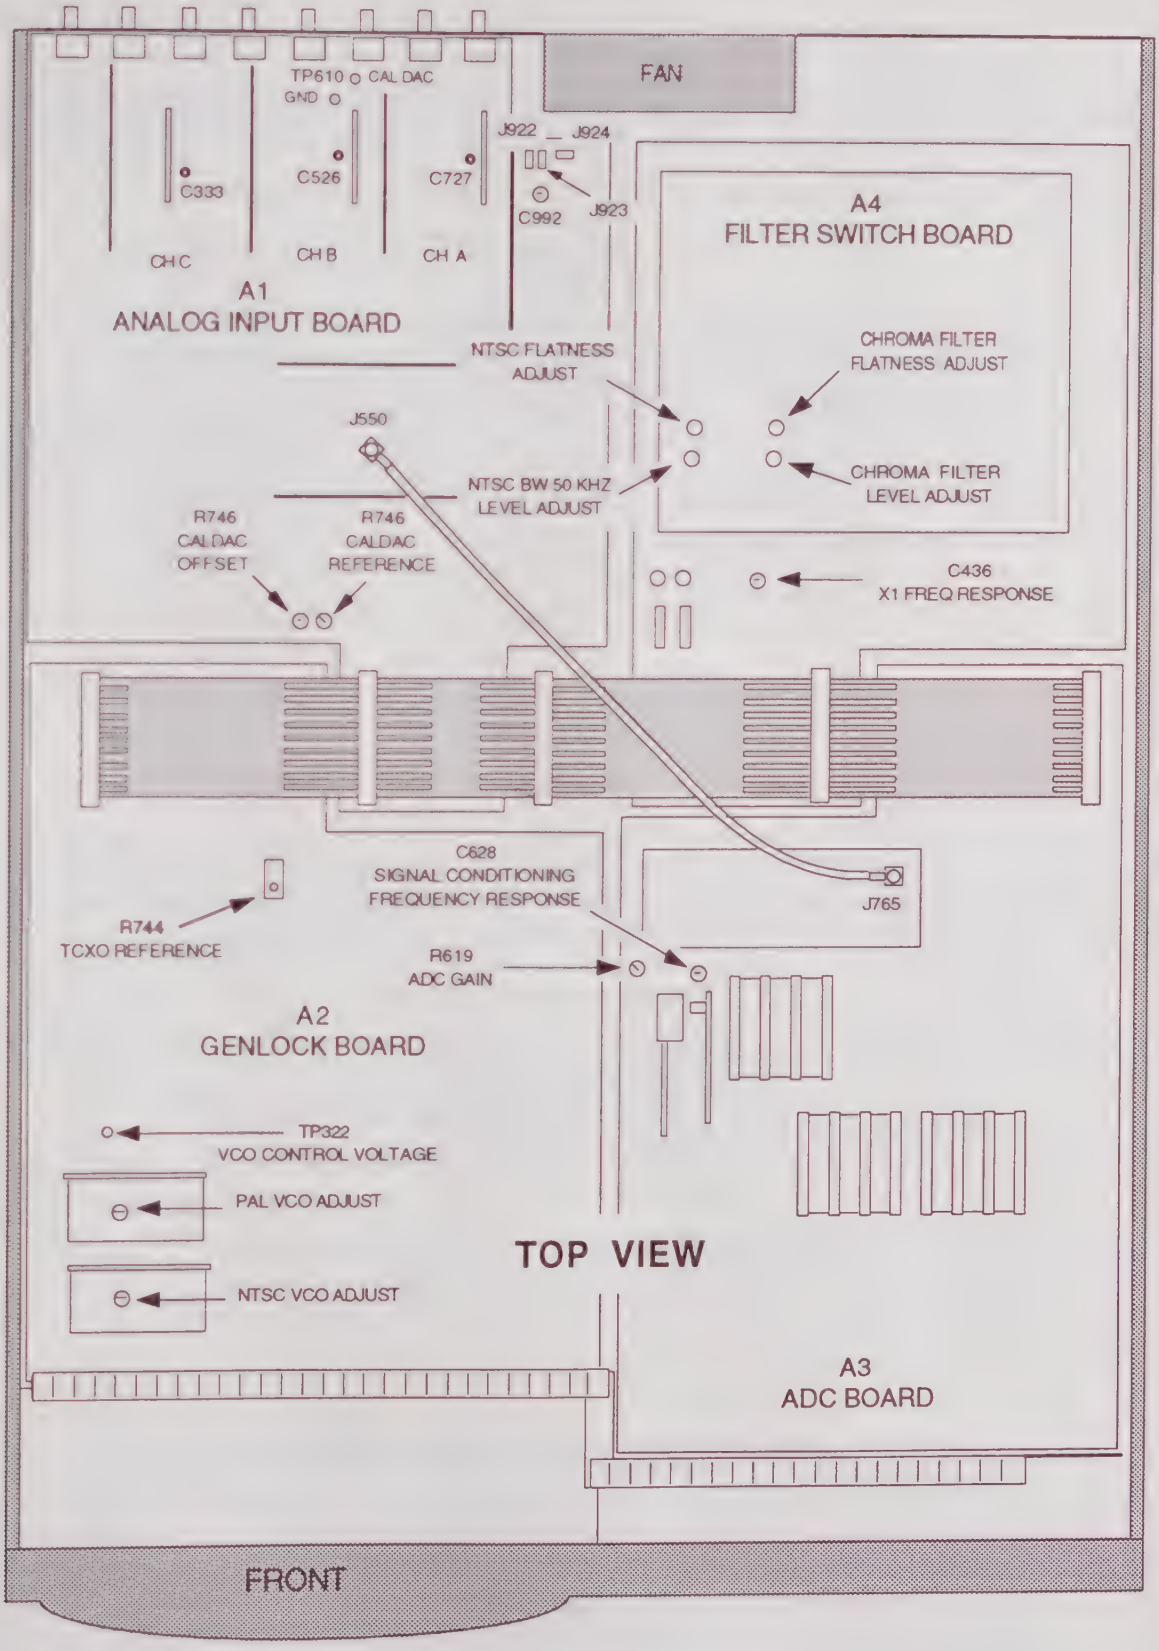

**Figure 4-1. Adjustment locations.**
8. Adjust the VCO adjusting screw for the TV standard you are checking (either NTSC or PAL) for a DVM reading as close as possible to 0 V (0 V ± 25 mV). The VCOs are located in metal housings on the Genlock board near the back of the Display Monitor (crt) (see Figure 4-1).
14. Adjust the NTSC BP filter 50 kHz Level adjust on the Filter Switch board so that the change in amplitude (Delta Amp) is within ± 0.02% of the reference level stored in step 4. See Figure 4-1 for the adjustment locations.